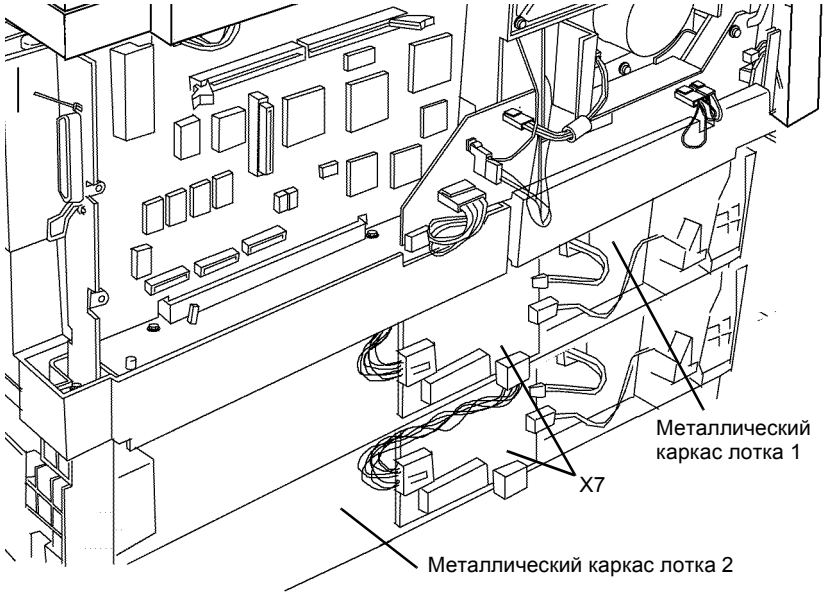

Рисунок 12 Заземление лотков для бумаги
b. Подсоедините красный щуп мультиметра к металлическому каркасу лотка для бумаги 1 (Рисунок 12).
g. Подсоедините черный щуп мультиметра к X7 PWB управления лотка 1 (Рисунок 12).